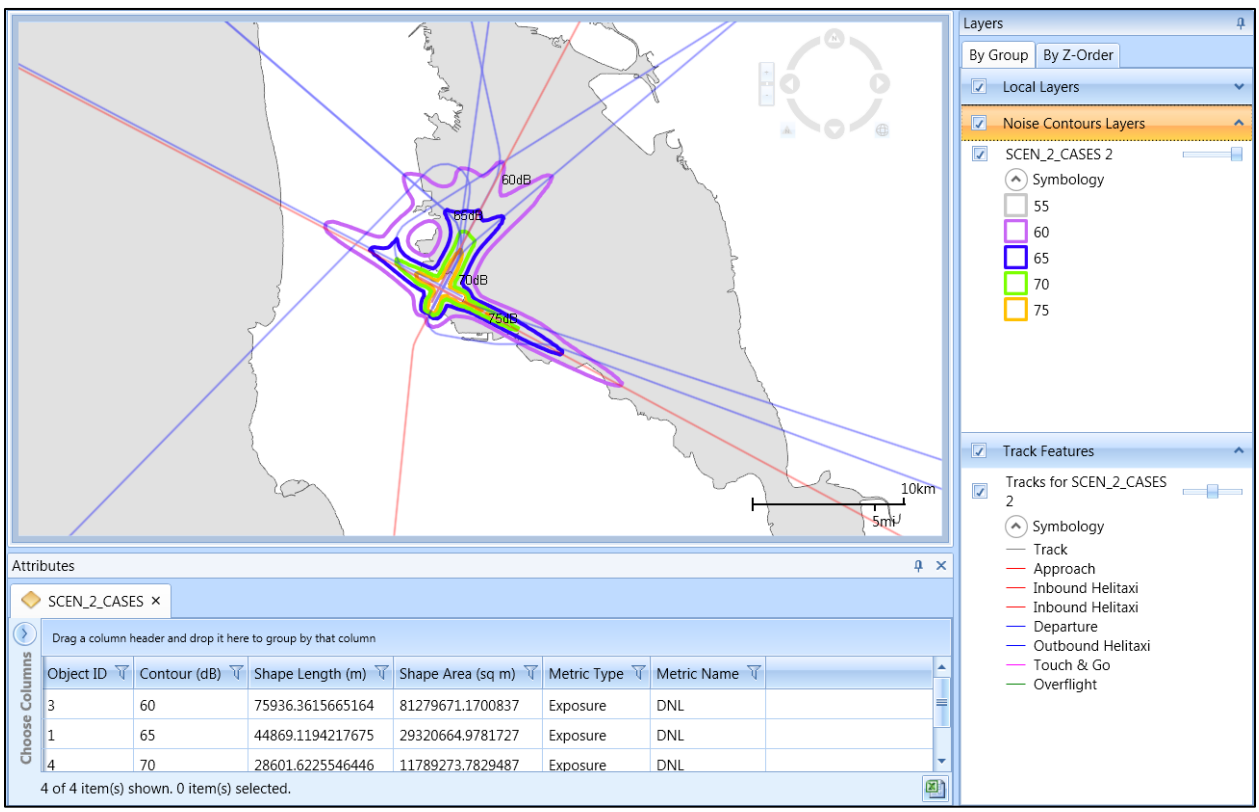

Figure 5-28 Sample Contour Layer with Attributes – shown with Tracks
6. The contour layer is displayed on the map (Figure 5-28) and in the *Layers* manager.
The following attributes are available for contour layers: object ID, contour, shape length, shape area, metric type, and metric name (Figure 5-28). See Appendix B.3 for descriptions of the attributes.